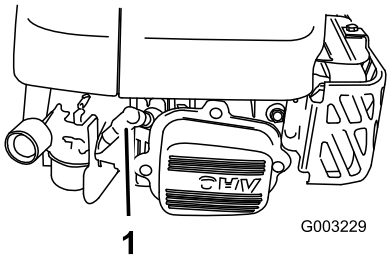

Figuur 33
2. Trek de bougiekabel los van de bougie (Figuur 33) alvorens onderhoudswerkzaamheden uit te voeren.